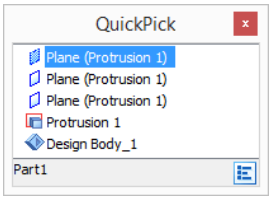

Figure 1-15 *The* ***QuickPick*** *dialog box*
1. Bring the cursor near the element or the component that you need to select. Now, pause the cursor, and when three dots appear close to it, right-click on the screen. On doing so, the **QuickPick** dialog box will appear with an entry of each possible selection, as shown in Figure 1-15.